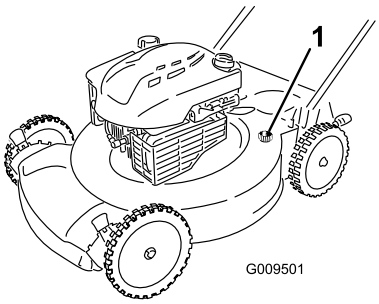

Figur 32
4. Anslut en trädgårdsslang, som är ansluten till en vattenkälla, till tvättanslutningen på klipparen (Figur 32).